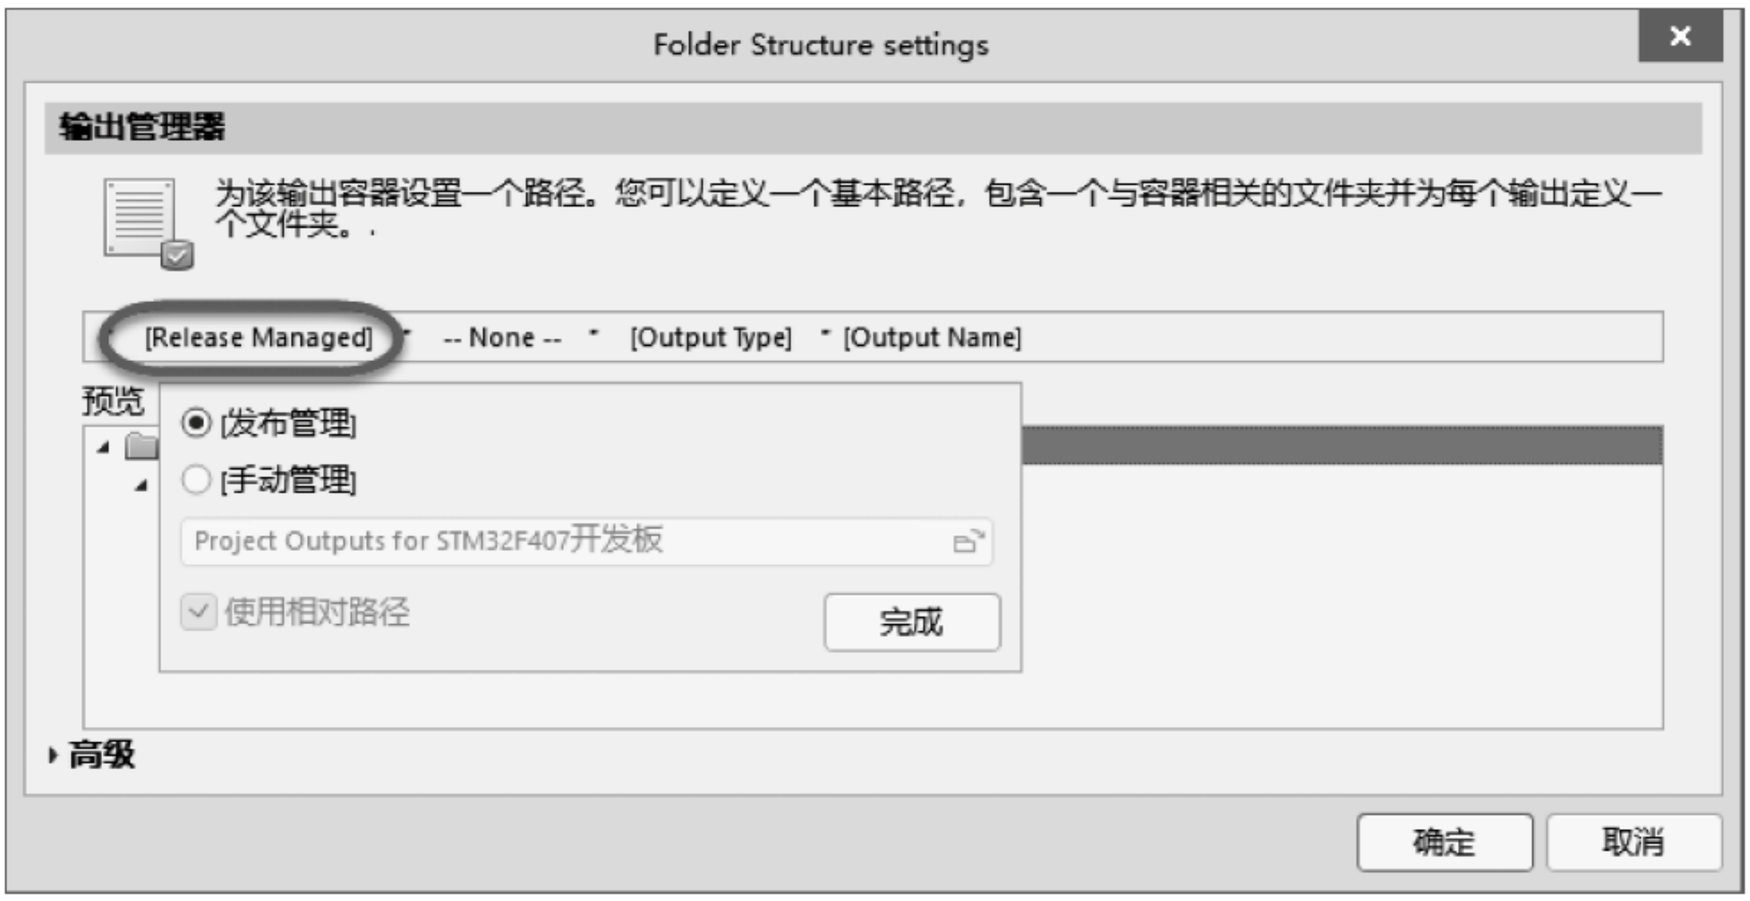

图 1-319 输出容器路径设置
- **输出容器路径设置**：在默认情况下，设置为[Release Managed]，这意味着 Design Data Management 系统将自动处理基本路径。可以通过切换到[手动管理]来指定路径和定义本地输出路径，如图 1-319 所示。